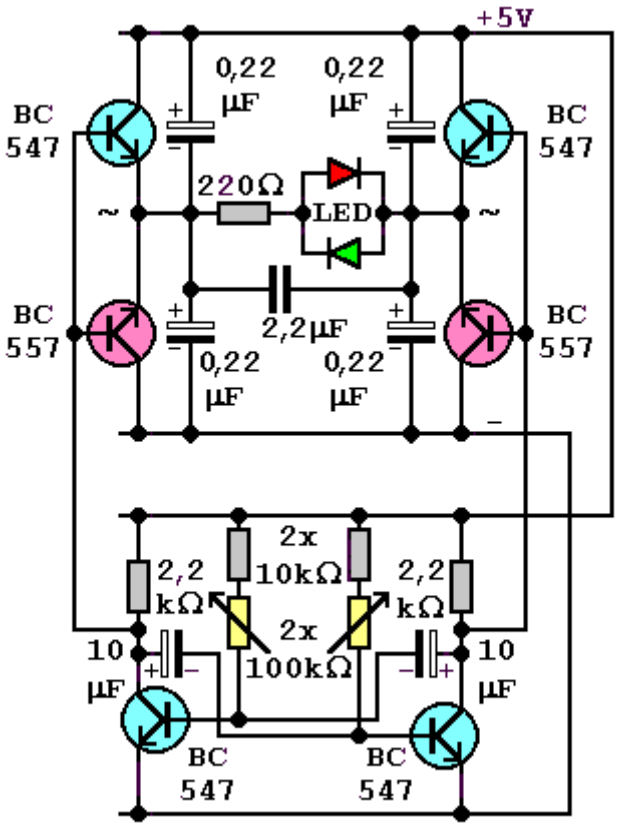

Abb.1: Testschaltung H-Brückenwechselrichter
2. Bauen Sie die Schaltung gemäß der Abb. auf. Den genauen Aufbau des H-Brückenwechselrichters finden sie im Skript „Richter“ auf der Webseite www.chemiephysikskripte.de (s. a. Abb.1).
b. Erklären Sie anhand von Abb.1, wie ein H-Brückenwechselrichter aus Gleichspannung Wechselspannung erzeugt. Erläutern Sie, warum die Amplitude der Wechselspannung kleiner ist als die angelegte Gleichspannung.